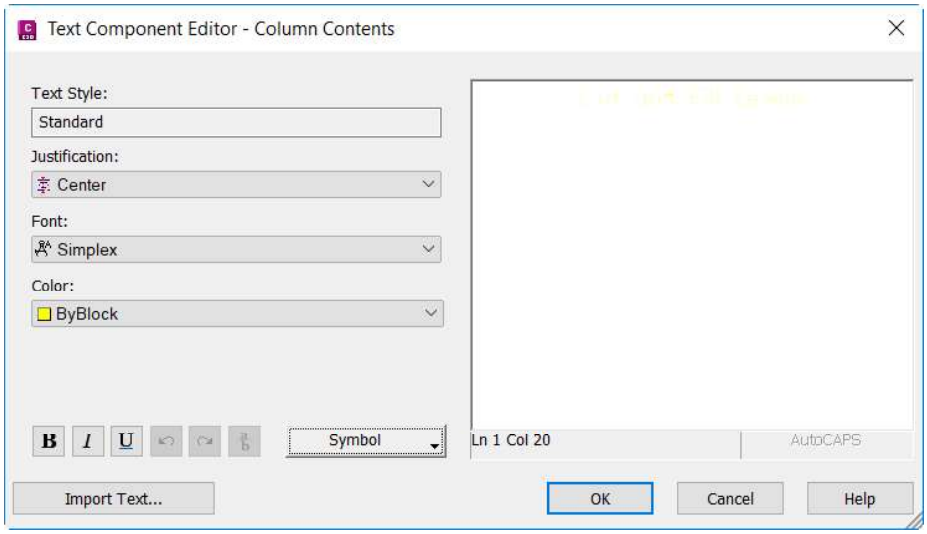

Figure 4-23 *The text entered in the* ***Text Editor*** *text box*
4. Delete the existing text in the **Text Editor** text box and then enter **Cut and Fill Levels** in it, as shown in Figure 4-23.